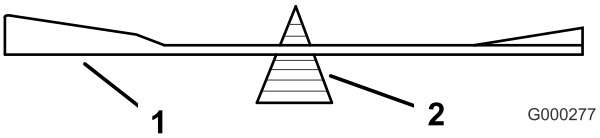
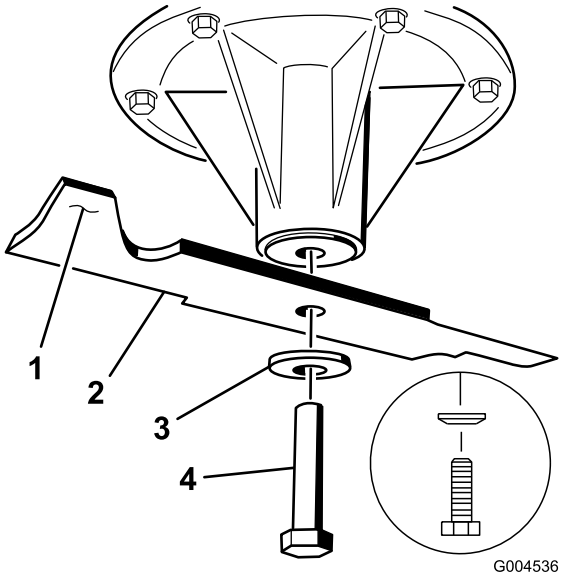

Figur 87
**Figur 88**
2. Fjern knivbolten, bueskiven og kniven fra spindelakselen (Figur 88).
2. Sjekk knivens balanse ved å legge den på en balanseringsinnretning (Figur 87). Hvis kniven holder seg i horisontal stilling, har den riktig balanse og du kan bruke den. Hvis kniven ikke er i balanse, files litt av metallet på enden av vingeområdet bort (Figur 88). Fortsett med dette helt til kniven er balansert.
1. Monter kniven på spindelakselen (Figur 88).
2. Monter bueskiven og knivbolten. Bueskivekonusen må installeres mot bolthodet (Figur 88).